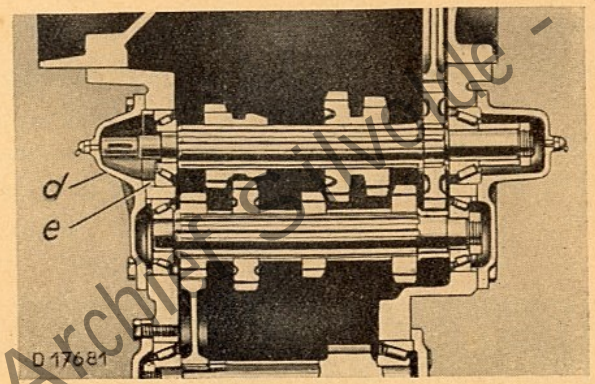

Bild 2
7. Linken Deckel d (Bild 2) für I. und II. Getriebewelle, sowie Abstandsring e abnehmen (Deckel, Abstandsring, 4 Schrauben M 12×30 und Schmiernippel werden nicht mehr benötigt).